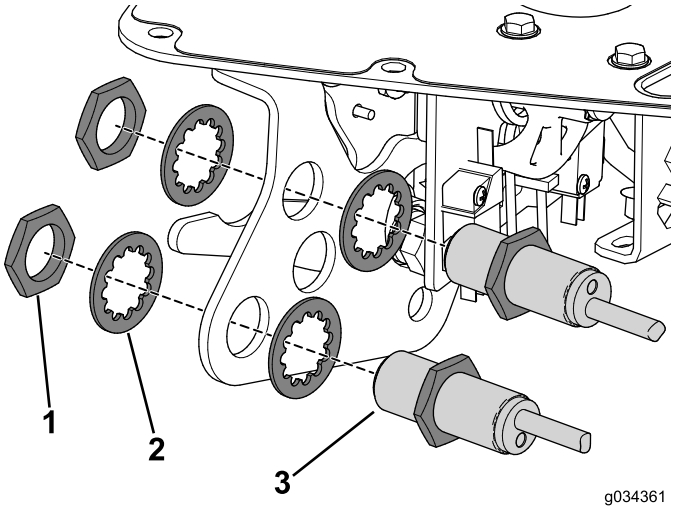

Rysunek 7
5. Odkręć nakrętki mocujące czujniki zbliżeniowe do wspornika dźwigni sterowania funkcją (Rysunek 7).